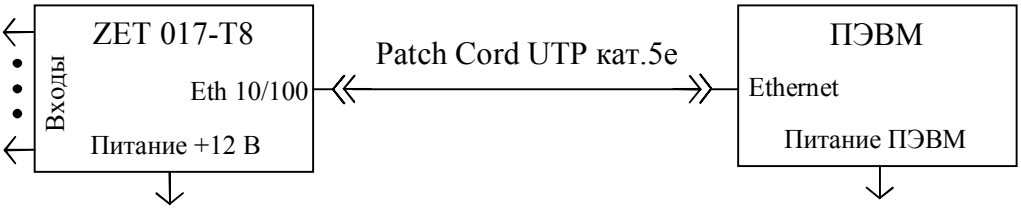

Рисунок 3
- Подключение анализатора при работе с ПЭВМ через локальную сеть Ethernet 100Base-T (рисунок 3). Схема заделки разъемов кабеля витая пара категории 5-е (Patch Cord UTP кат.5е) при подключении ПЭВМ “напрямую” к анализатору (таблица 4). Схема заделки разъемов кабеля витая пара категории 5-е (Patch Cord UTP кат.5е) при подключении ПЭВМ к анализатору используя коммутатор (таблица 5). Описание работы и настройка анализатора в данном режиме описаны в соответствующем разделе «Руководство оператора. Часть 1».